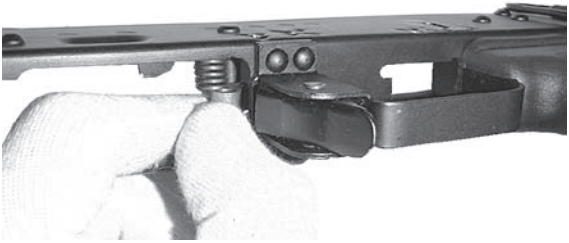

Rys. 74. Wyjmowanie spustu samoczynnego ze sprężyną z komory zamkowej
- odłączyć spust samoczynny: unieść wkrętakiem koniec sprężyny spustu samoczynnego, aby wyszedł z podtoczenia w osi i wybić wybijakiem w lewo oś spustu samoczynnego, po czym wyjąć go, wyjąć spust samoczynny ze sprężyną przez otwór do magazynka *(rys. 74)* i odłączyć sprężynę od spustu samoczynnego.